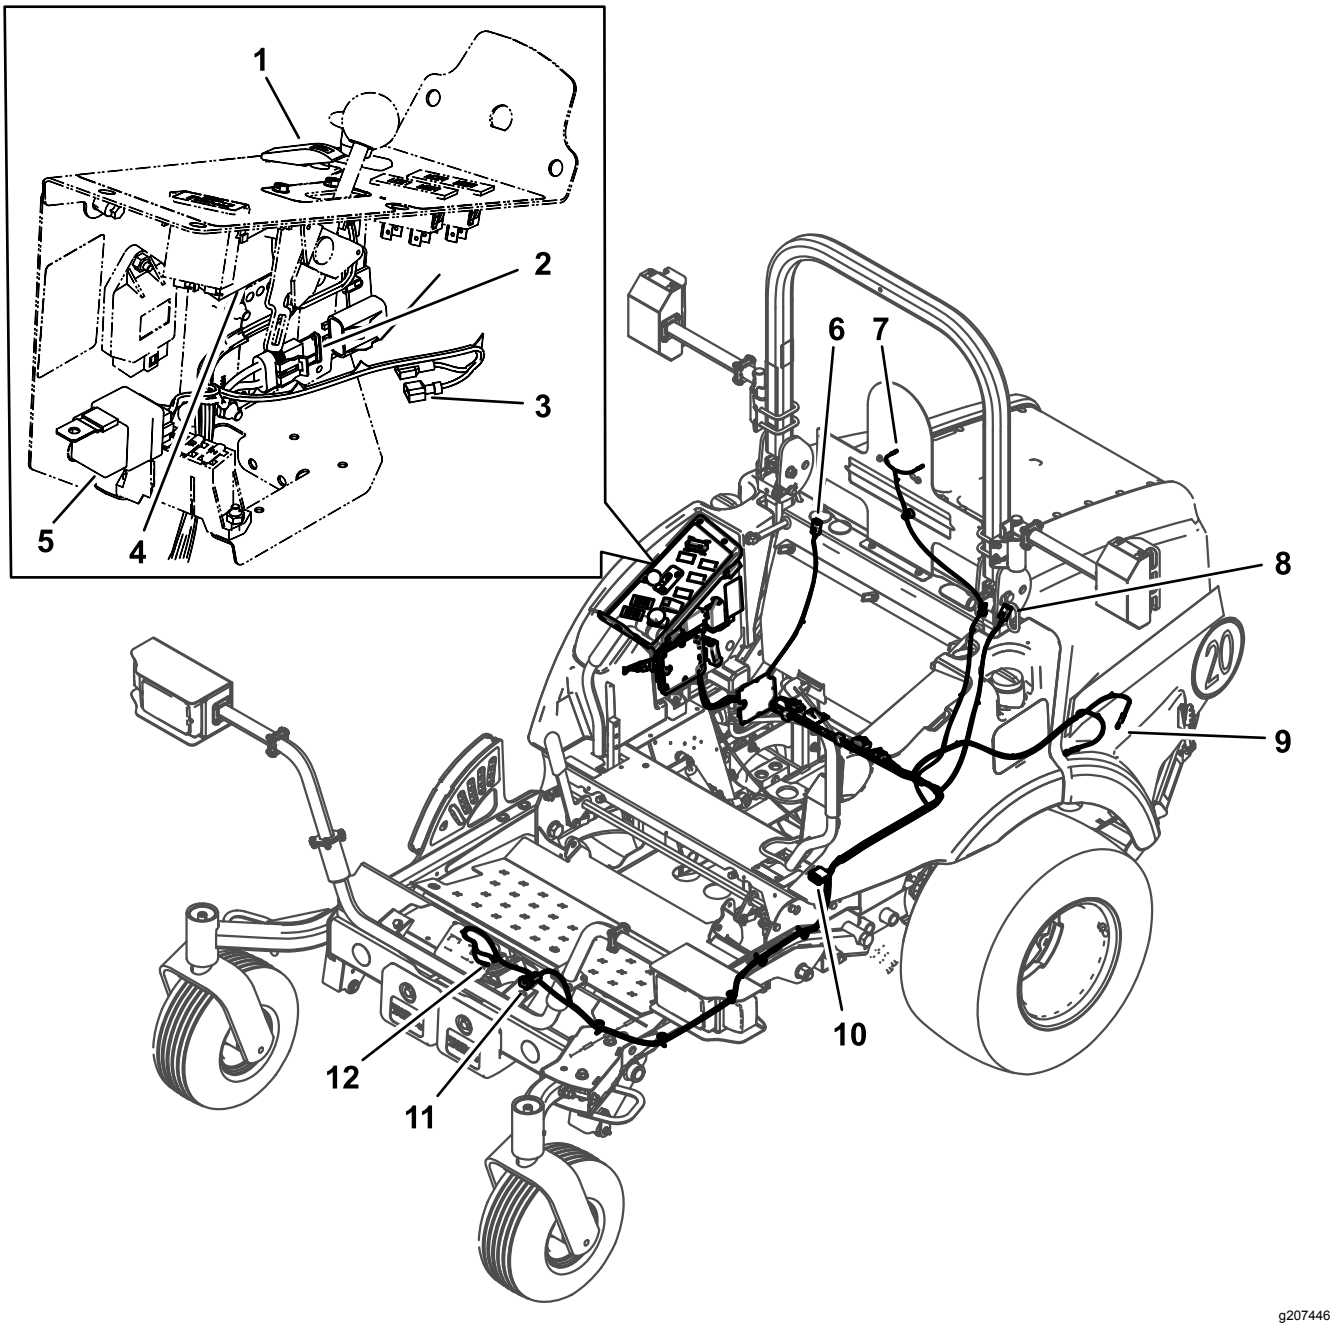

Rysunek 15
Informacja: Użyj tylko 1 ze złączy nożowych pokazanych na Rysunek 15.
3. Użyj Rysunek 15, aby poprowadzić wiązkę przewodów do maszyny.